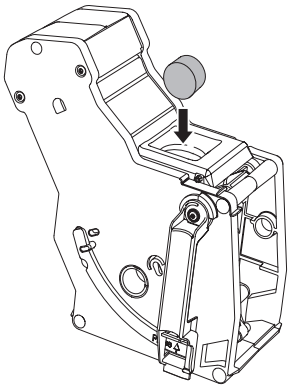

Рис. 17: Уложить чистящую таблетку в блок заваривания.
7. Подставьте емкость для кофейного жмыха под капучинатор. 8. Извлеките блок заваривания, при этом не выключайте аппарат. 9. Уложите чистящую таблетку в блок заваривания (см. *Рис. 17*). Вставьте блок заваривания в аппарат.